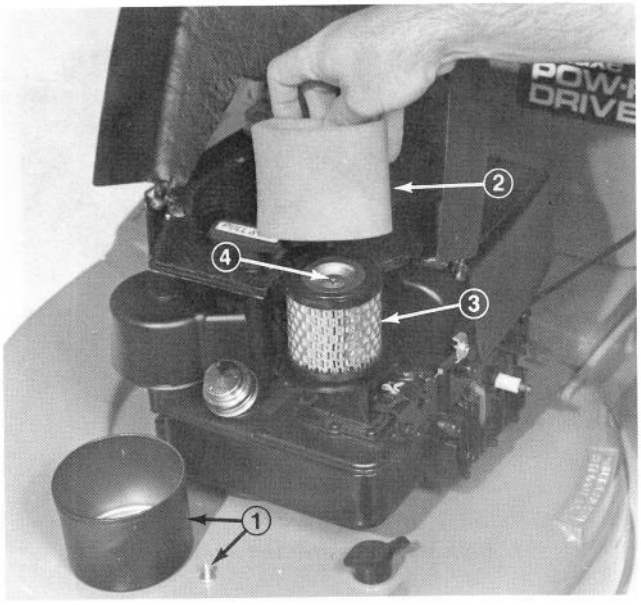

Figure 25
1. Remove screw and cover; clean (Fig. 25).
2. Inspect air cleaner element (Fig. 25). If necessary remove and clean (Fig. 25).
D. Place element over the air cleaner body (Fig. 25).